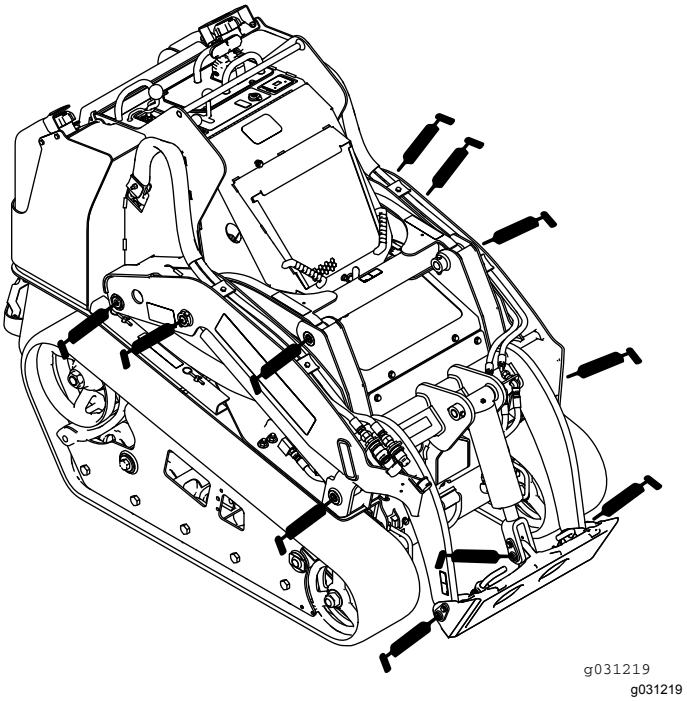
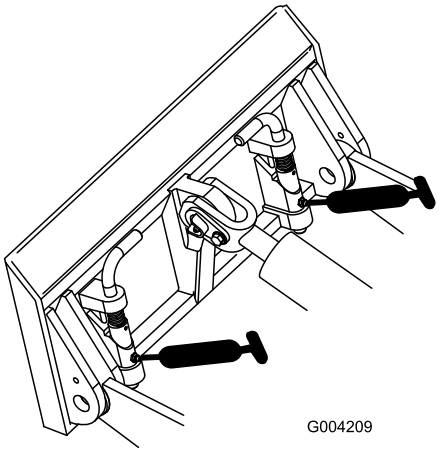
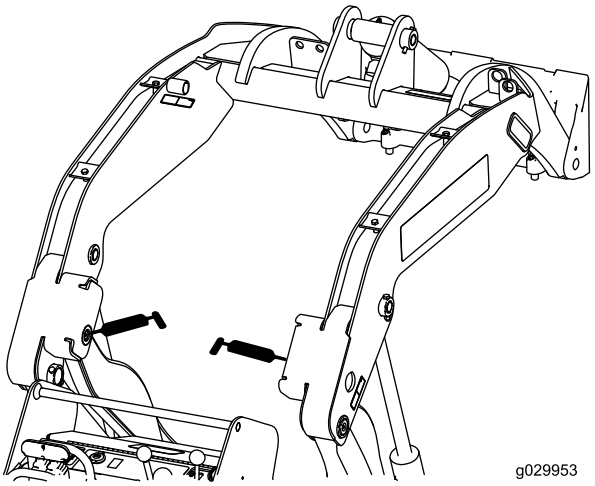

Figuur 44
Figuur 45
Figuur 46
3. Sluit een smeerpistool aan op elke smeernippel (Figuur 44, Figuur 45 en Figuur 46).
Opmerking: Breng de armen van de lader omhoog voordat u de smeernippels smeert in Figuur 46.